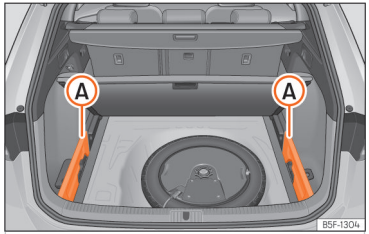

**Fig. 181** In the boot: space to store the retractable shelf.
- Remove the left and right covers ››› Fig. 181 Ⓐ.